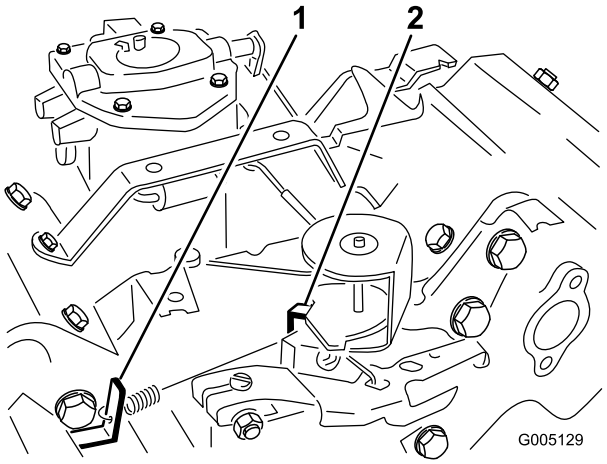

Figur 48
3. Bøy ankerspissens blindfjær (Figur 48) for å oppnå en hastighet på 1650 ± 100 o/min. Kontroller hastigheten med en turteller.
5. Sett gasspaken i hurtig-stillingen. Bøy ankerspissen for høyhastighetsfjæren (Figur 48) for å oppnå en topphastighet på 2850 ± 50 o/min.